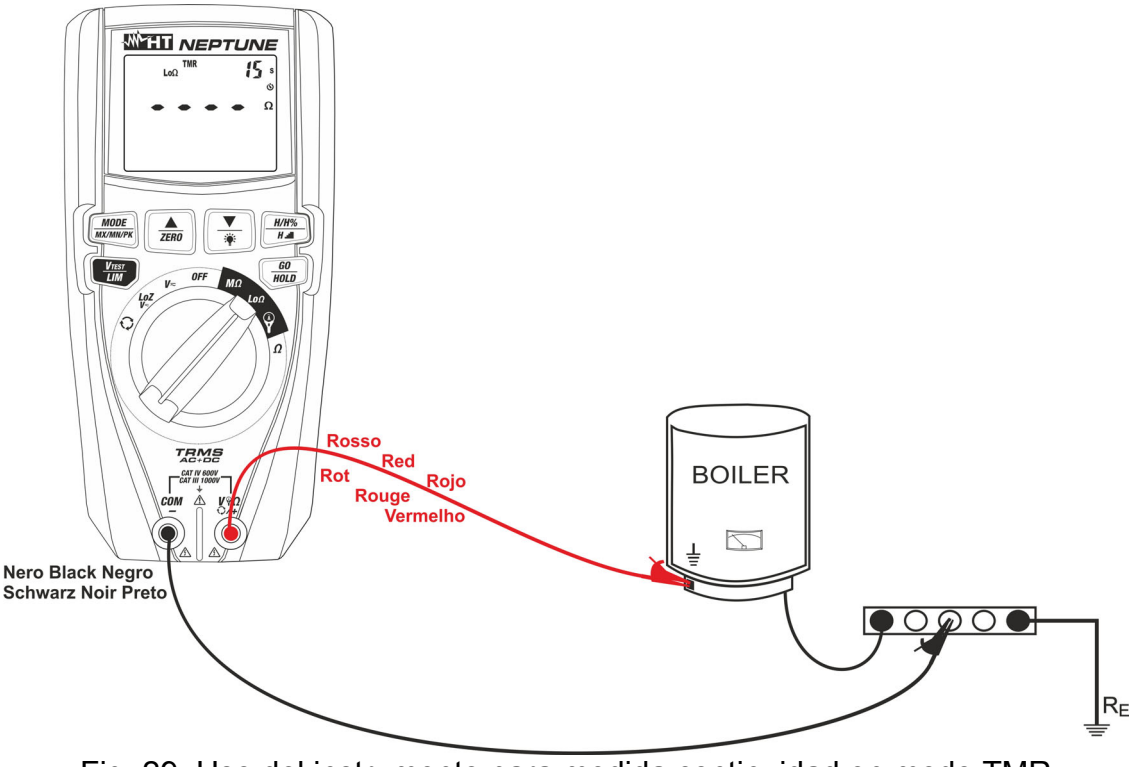

Fig. 29: Uso del instrumento para medida continuidad en modo TMR
7. Inserte el conductor rojo en el terminal de entrada **V⏚Ω⟳/+** y el conductor negro en el terminal de entrada **COM/**– y conecte el instrumento a la instalación en examen (ver la Fig. 29)